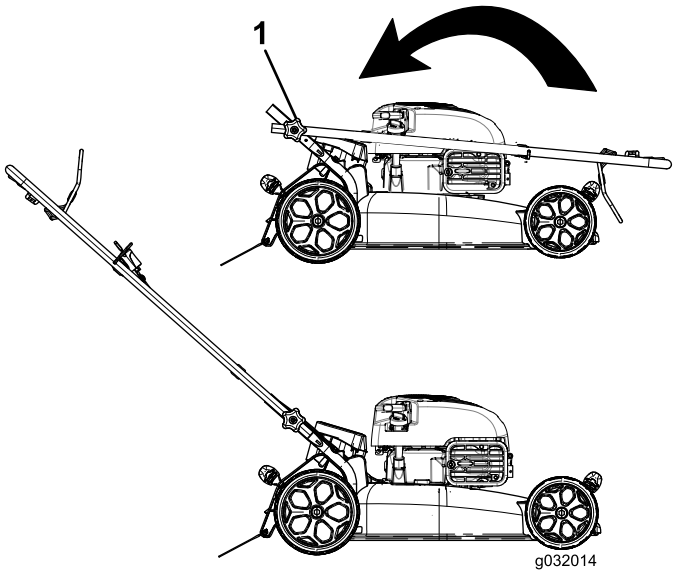

Figur 4
3. Flytt håndtaket til driftsstillingen (Figur 4).